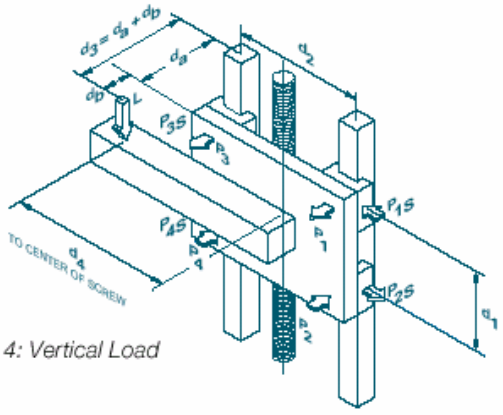

Figure 4: Vertical Load
Figure 4 shows a load applied to the positioner carriage which translates vertically. The load vector (L) is shown applied at a point whose coordinate distances from the center of the carriage bearing system are given by distances d3 and d4. Note that here d3 is the sum of distance da, which is given for the particular linear positioner plus db, the distance of the load CG from the mounting surface of the carriage. d4 is the horizontal distance of the load vector (L) from the carriage centerline.